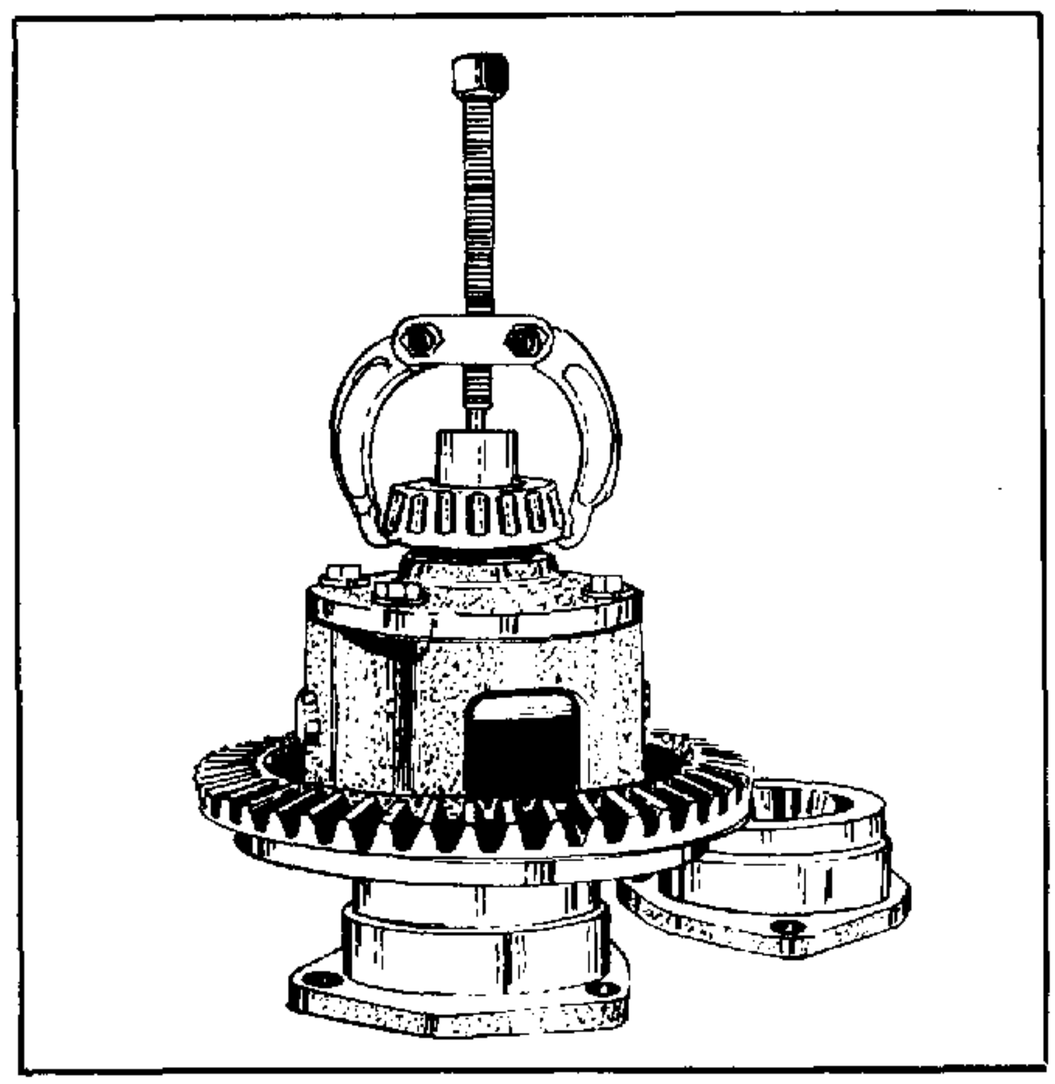

FIGURE 7.
5.261 Using appropriate pullers, extract the race from the bearing retainer and the cone from the differential housing. See figure 7.